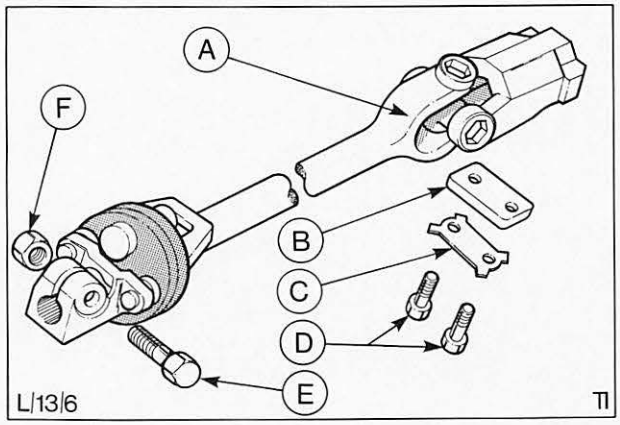

Abb. 85 A = Kreuzgelenk D = Klemmschrauben
1. Motorhaube öffnen und Kotflügelschoner auflegen. Batteriekabel abklemmen. Nasen des Sicherungsblechs der Klemmplatte aufbiegen, beide Klemmschrauben lösen und eine herausdrehen. Klemmplatte zur Seite schwenken. Abb. 85.